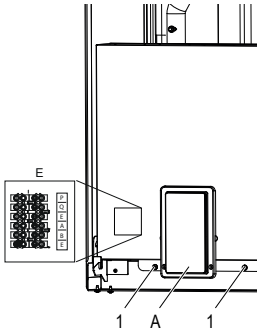

rys. 16 - widok bez panelu przedniego
- odkręcić dwie śruby (el. 1 - rys. 16) pod skrzynką elektryczną
A Wyświetlacz i klawiatura (rys. 16)
Listwa zaciskowa (el. B rys. 16) znajduje się po lewej stronie skrzynki elektrycznej kotła. Listwa zaciskowa jest gwintowa. Z boku listwy zaciskowej znajduje się etykieta identyfikujące 6 dostępnych zacisków.